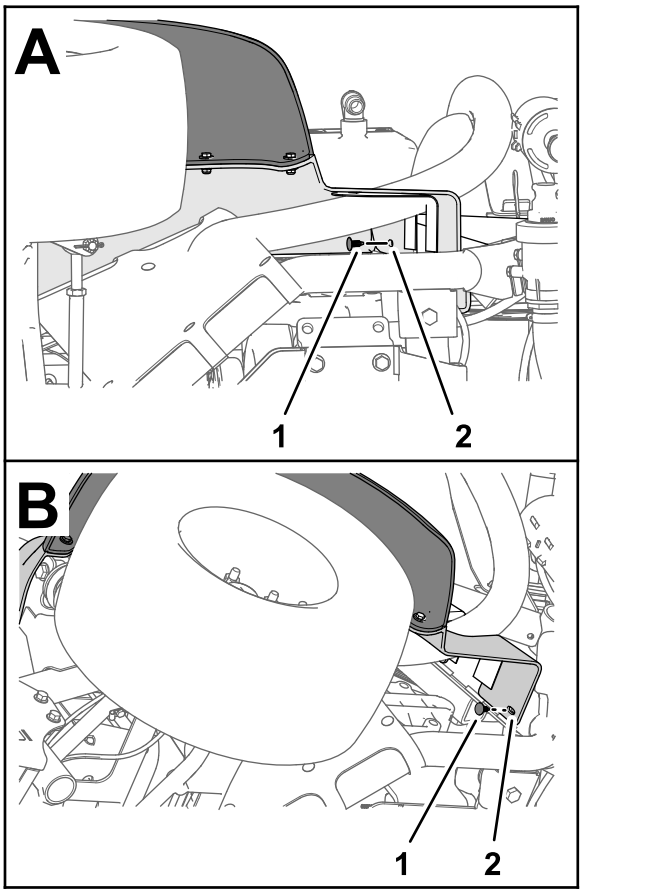

Figur 10
1. Afmonter de 2 skubbefastgørelsesanordninger, der fastgør venstre forskærm til den nederste styrtbøjlekanal (Figur 10).